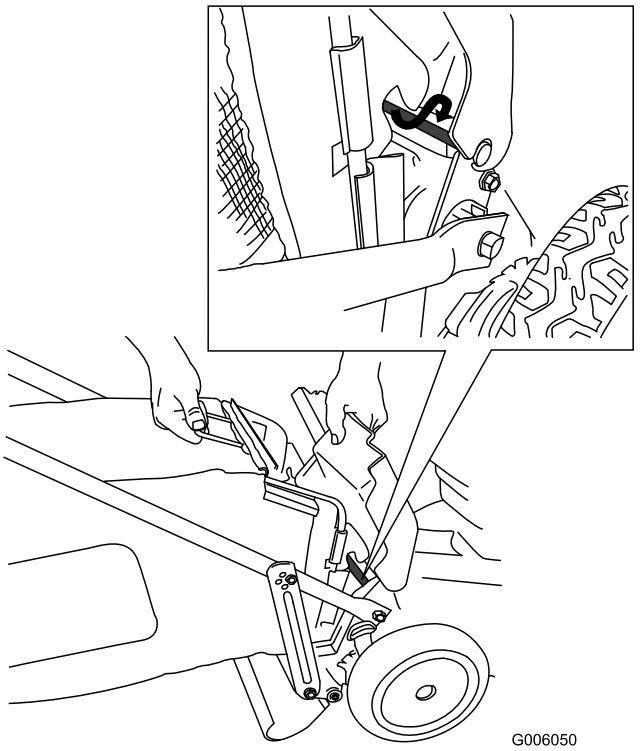

Figuur 23
1. Zet de achterklep omhoog en houd hem in deze positie (Figuur 23).
3. Monteer de zak op de stang van de klep (zie inzet in Figuur 23).